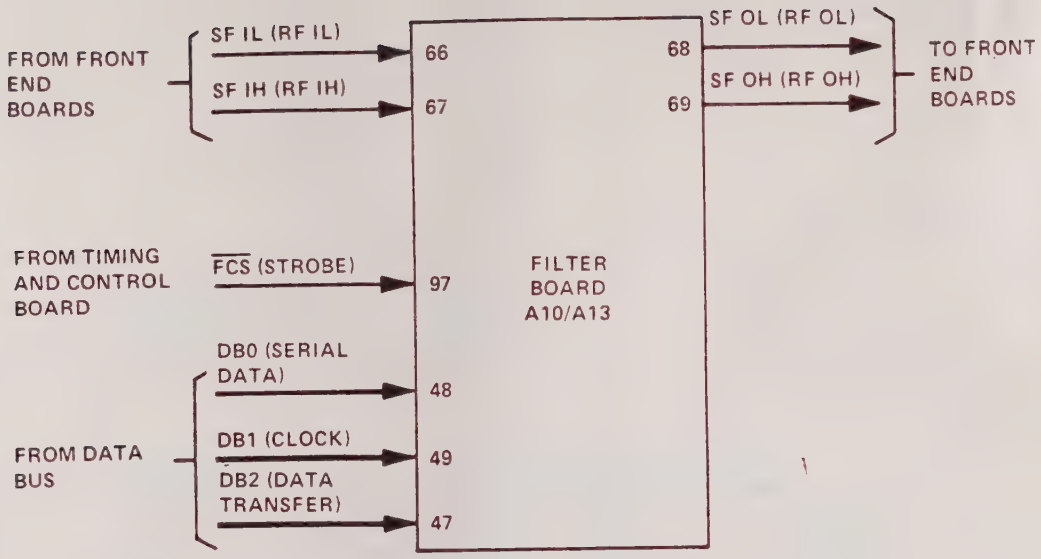

Figure 2-8. Filter Board A10/A13, Signal Interconnection Diagram
b. SIGNAL AND REFERENCE FILTER BOARDS A13/A10. (See figure 2-8 for details of functional signal flow to and from Filter boards A13/A10.)